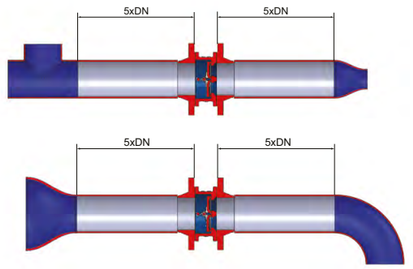

рис. 1
1. Для стабильной работы клапана необходимо клапан устанавливать на прямолинейном участке трубопровода. Длина прямолинейного участка до и после клапана должна быть не менее 5 x DN (рис. 1). Также необходимо учитывать гидравлические характеристики клапанов (см. диаграммы).